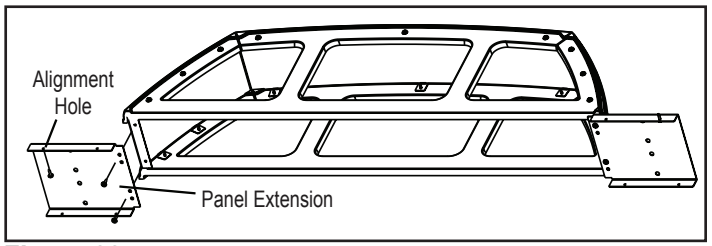

Figure 22.5
6. Attach the hearth support panel extensions. **Figure 22.5**